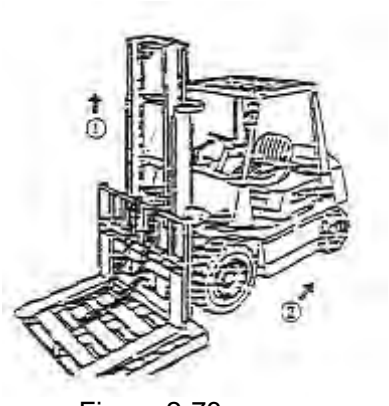

Figure 2-73
(1) Place a pallet on fork and park forklift on level ground.
(2) Lowering fork and pallet on ground.
(3) Dismantle the top side connector of chain,and take of the chain from chain wheel
(4) Lift inner mast(refer to① of figure 2-73)
(5) Dismantle joint of upper end of chain and take off chain from chain wheel. (refer to② of figure 2-73)
(6) Replace main roller.